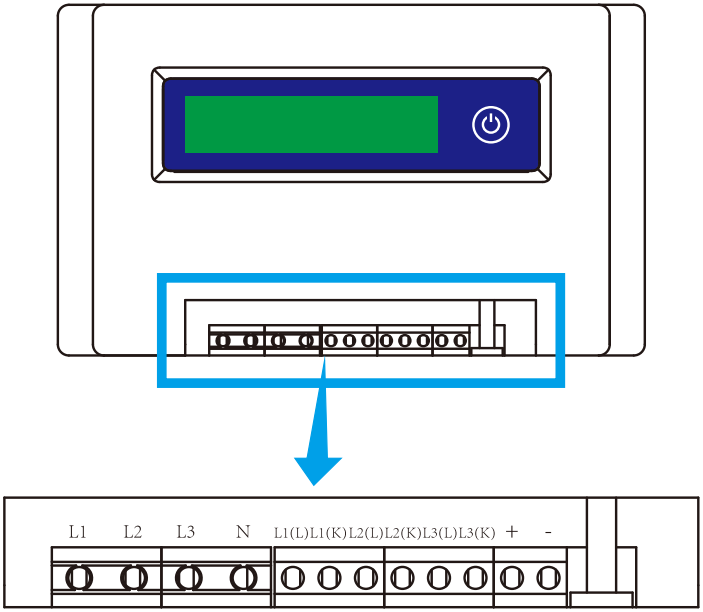

Figura 7.1 Visualização do Limitador SUN
O inversor possui função de exportação zero externa. Esta função é opcional. Ele pode coletar energia contra-corrente para controlar a energia de saída do inversor, de modo que a energia do inversor e a carga possam ser desativadas e o excesso de energia não retorne à rede. Se você comprar o inversor com função de exportação zero, um dispositivo externo de exportação zero (limitador SUN ou medidor de energia) será incluído no pacote, o que é necessário para a função. O limitador SUN é mostrado como Figura 7.1. Você pode ver a marca da linha correspondente próxima a interface verde. Os terminais verdes à esquerda são a interface da linha CA trifásica (L1, L2, L3) e da Linha N (N), e à direita são a interface entre três conjuntos de sensores de corrente e um conjunto de terminais de controle. O limitador SUN coletará a tensão e a corrente dessas interfaces e enviará sinais de controle para o inversor.